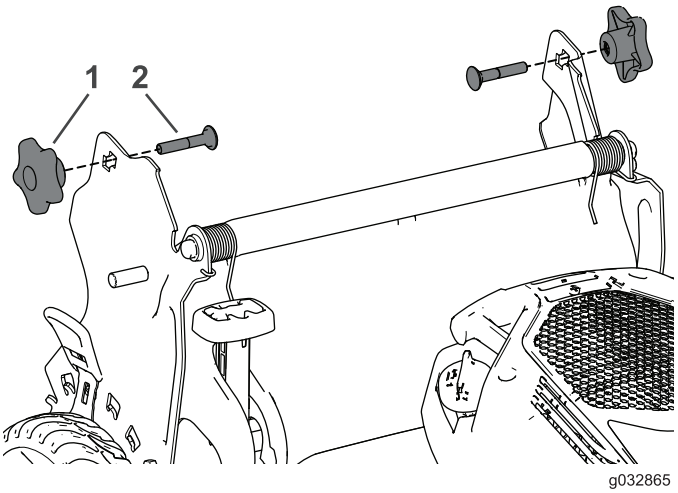

Figure 28
3. Insérez le boulon de carrosserie (la tête du boulon vers l'intérieur) dans le support du guidon et dans le trou supérieur à l'extrémité du guidon. Vérifiez que les bords carrés de chaque boulon de carrosserie s'engagent dans le trou carré supérieur ou inférieur du support de guidon correspondant (Figure 28).